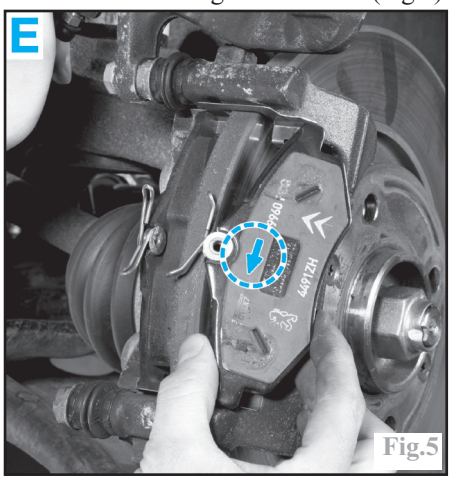

Fig.5
Mettre en place les plaquettes de frein neuves sur le support d'étrier en respectant leur sens de montage en (E), « flèche » au dos de celles-ci dirigée vers le bas (Fig.5).